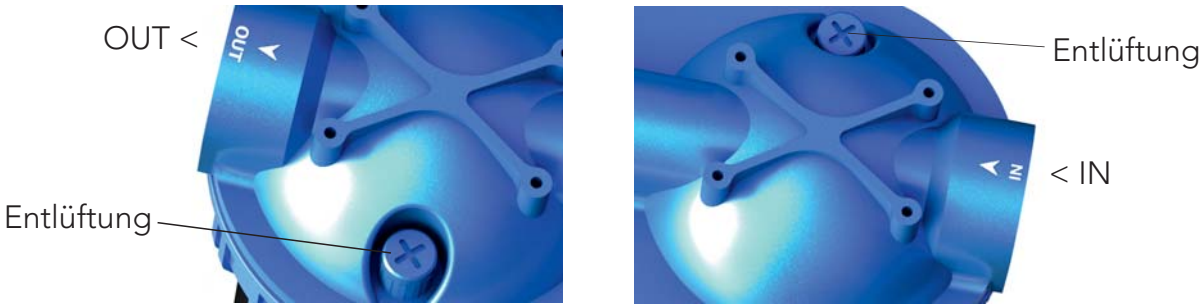

Abb. 3
- Entlüften des VE-Ionentauschers und des Feinfilters (siehe Abschnitt 3, Abb. 3)